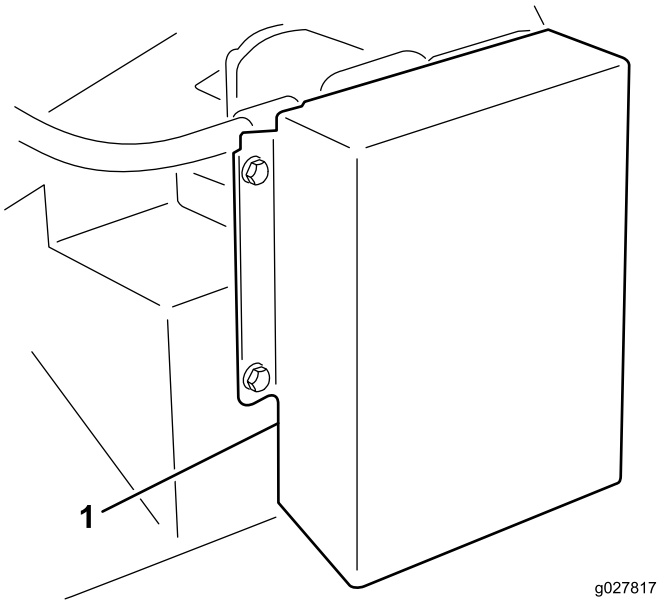

Figura 9
1. Afloje las fijaciones que sujetan el protector del motor al bastidor de la carcasa (Figura 9). Retire el protector.